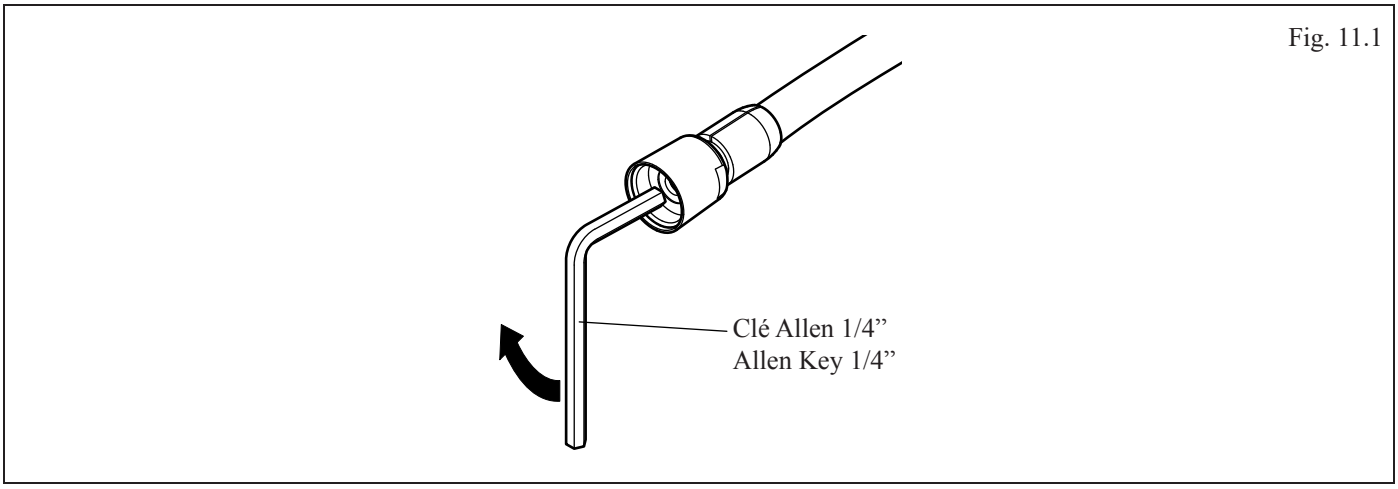

Fig. 11.1
- Serrer le joint rotatif du **tuyau du vaporisateur** à l'aide d'une clé Allen 1/4" (fig 11.1).
- Tighten the ball joint of the **hand sprayer hose** using an Allen key 1/4" (fig 11.1).